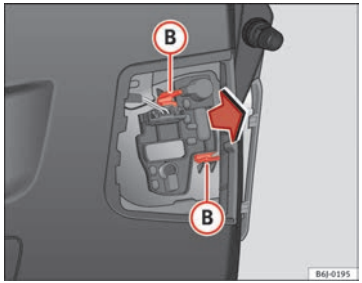

Fig. 176 Removing the bulb holder
– Remove the bulb holder by pressing the fastening clips (B) ⇒ Fig. 176 and pulling outwards.